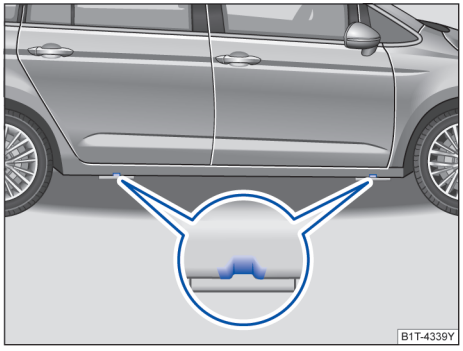
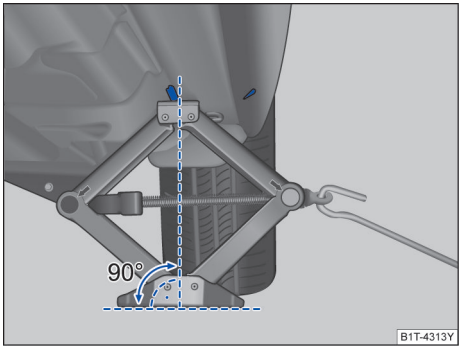

图 244 汽车千斤顶的支撑点
图 245 将千斤顶放在汽车左后侧
汽车千斤顶只允许放置在图示支撑点（车身上的标记）处→ 图 244 或 →图 245。在每个车轮旁都有相应的支撑点 →⚠。
5. 在车身底部下方找到靠近更换的车轮侧的千斤顶支撑点→ 图 244。